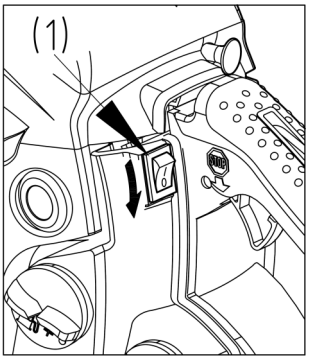

Рис. 13
2. Переведите выключатель двигателя в положение «О» (рис. 13 поз. 1).